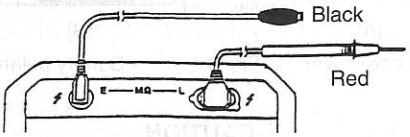

Fig. 4
2. Connect the black plug of the black test lead to the E terminal on the left and the amber plug of the red test lead to the L terminal on the right as shown in Fig. 4.
2. Connect the amber plug of the red test lead to the ~(L) terminal on the right and the black plug of the black test lead to the ~(E) terminal on the left as shown in Fig. 4 under section [4]4-4, "Measuring the Insulation Resistance" on page 8.